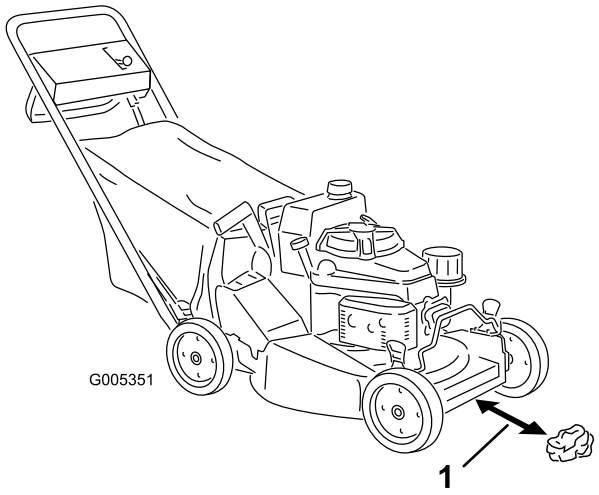
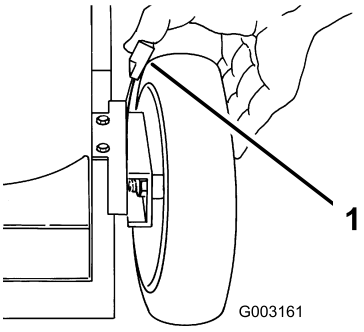

Figura 16
Figura 21
3. Regolate tutte e quattro le ruote all'altezza di taglio di 64 mm (Figura 21).
4. Portate il selettore della velocità in posizione di folle (N).
5. Prendete mezza pagina di giornale e arrotolatela a forma di pallina del diametro di 76 mm circa, in modo che possa inserirsi sotto la scocca del tosaerba Figura 16.
6. posate la pallina di carta di giornale 13 cm davanti al tosaerba (Figura 16).
A. posate la pallina di carta di giornale 13 cm davanti al tosaerba (Figura 16).
1. Tirate la leva di regolazione dell'altezza della ruota verso la ruota (Figura 21), e spostatela nella posizione opportuna.